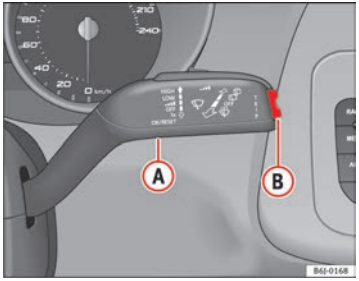

Fig. 31 Windscreen wiper lever: button A and rocker switch B
– With the ignition switched on, briefly press button ⇒ fig. 31 (A) on the windscreen wiper lever to move from one memory to another.